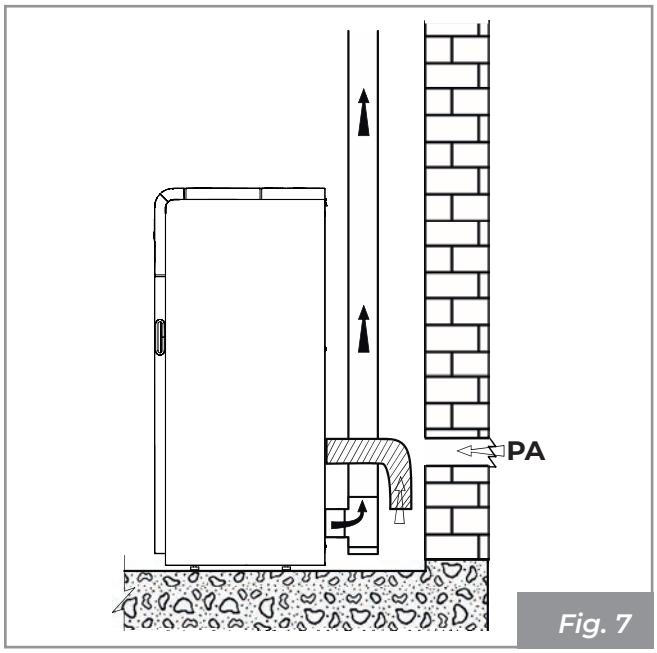
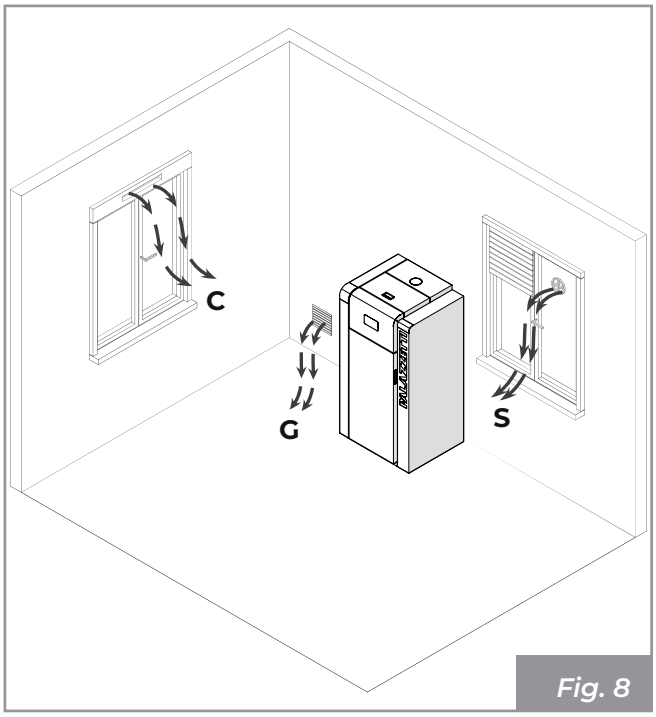

Fig. 7
Fig. 8
- it can come from the installation room or from suitable adjacent rooms (**Fig. 7** - **Fig. 8**)
Create the air inlet on the wall (**Fig. 7 - PA** = Air Inlet), and allow the appliance to take air into the room.
If it is not possible to make an external air intake in the room, it is possible to make the external hole in an adjacent room as long as it permanently connects via passage grille (**Fig. 8 - C** = Container, **G** = Grille, **S** = Damper).